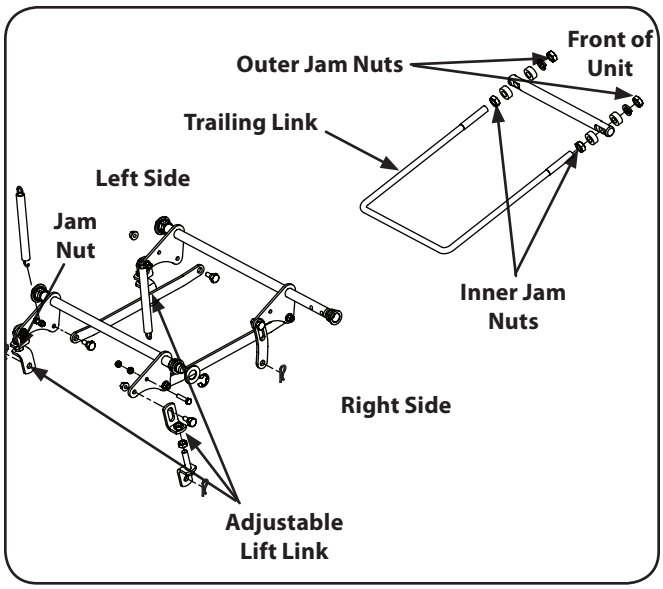

Figure 6-5
5. With a ¾" wrench loosen the lower jam nut of the left side of the lift link. To adjust the side of the deck up or down turn the upper jam nut clockwise (to raise) or counter clockwise (to lower) a few turns. See Fig. 6-5.
8. The final adjustment would be to set the trailing link by adjusting the jam nuts on the threaded link. Loosen the jam nuts and tighten the inner nut to achieve the correct length and belt tension. See Fig. 6-5.